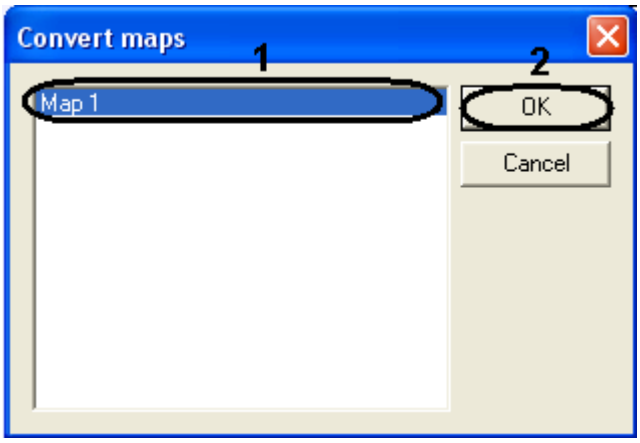

Figure 8.16-11 The "Convert maps" box
3. The "Convert Maps" box appears (Figure 8.16-11).
1. In the list, select maps that are to be converted (Figure 8.16-11, 1).
2. Click the "OK" button (Figure 8.16-11, 2).